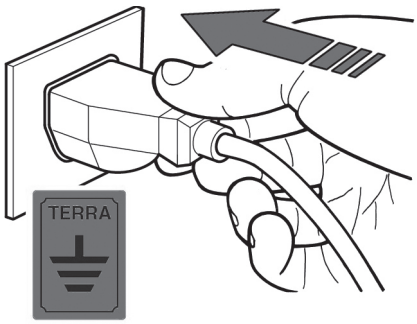

fig. 16
- E' obbligatorio che l'apparecchiatura completa sia collegata adeguatamente ad una efficiente presa a terra (fig.16).
**2)** Inserire la spina di alimentazione della Vetrina sulla presa fornita dal cliente (fig.16) assicurandosi che la stessa disponga del contatto di terra e che non ci siano prese multiple connesse .